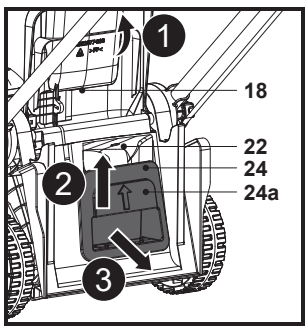

Rys. 13
2. Unieść zagłębiony uchwyt (24a) i wyciągnąć wkładkę mulczującą (24) z tylnej rury wylotowej (22), a następnie wyjąć wkładkę mulczującą (24) (rys. 13).